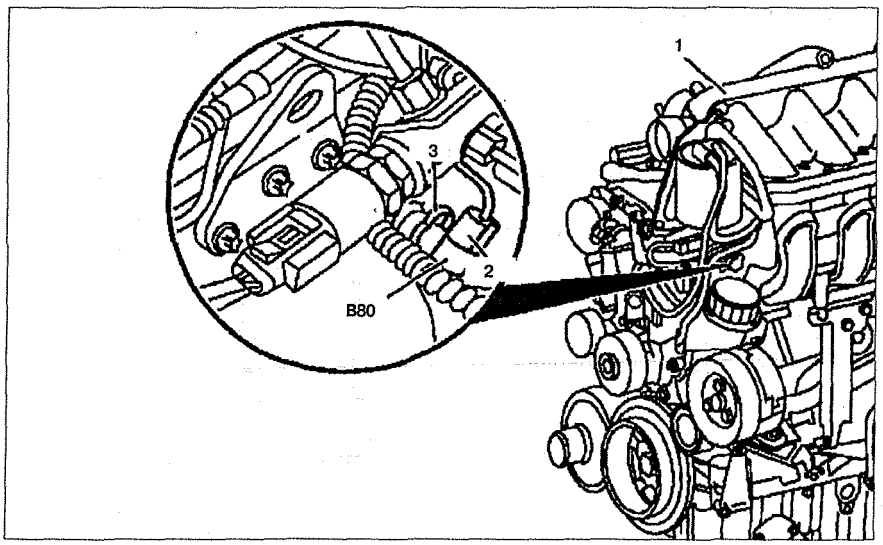

Рис. 5.56. Датчик температуры охлаждающей жидкости системы впрыска топлива CDI:
1. Отсоедините трубку подачи сжатого воздуха от смешивающей камеры **1** (см.рис.5.56).